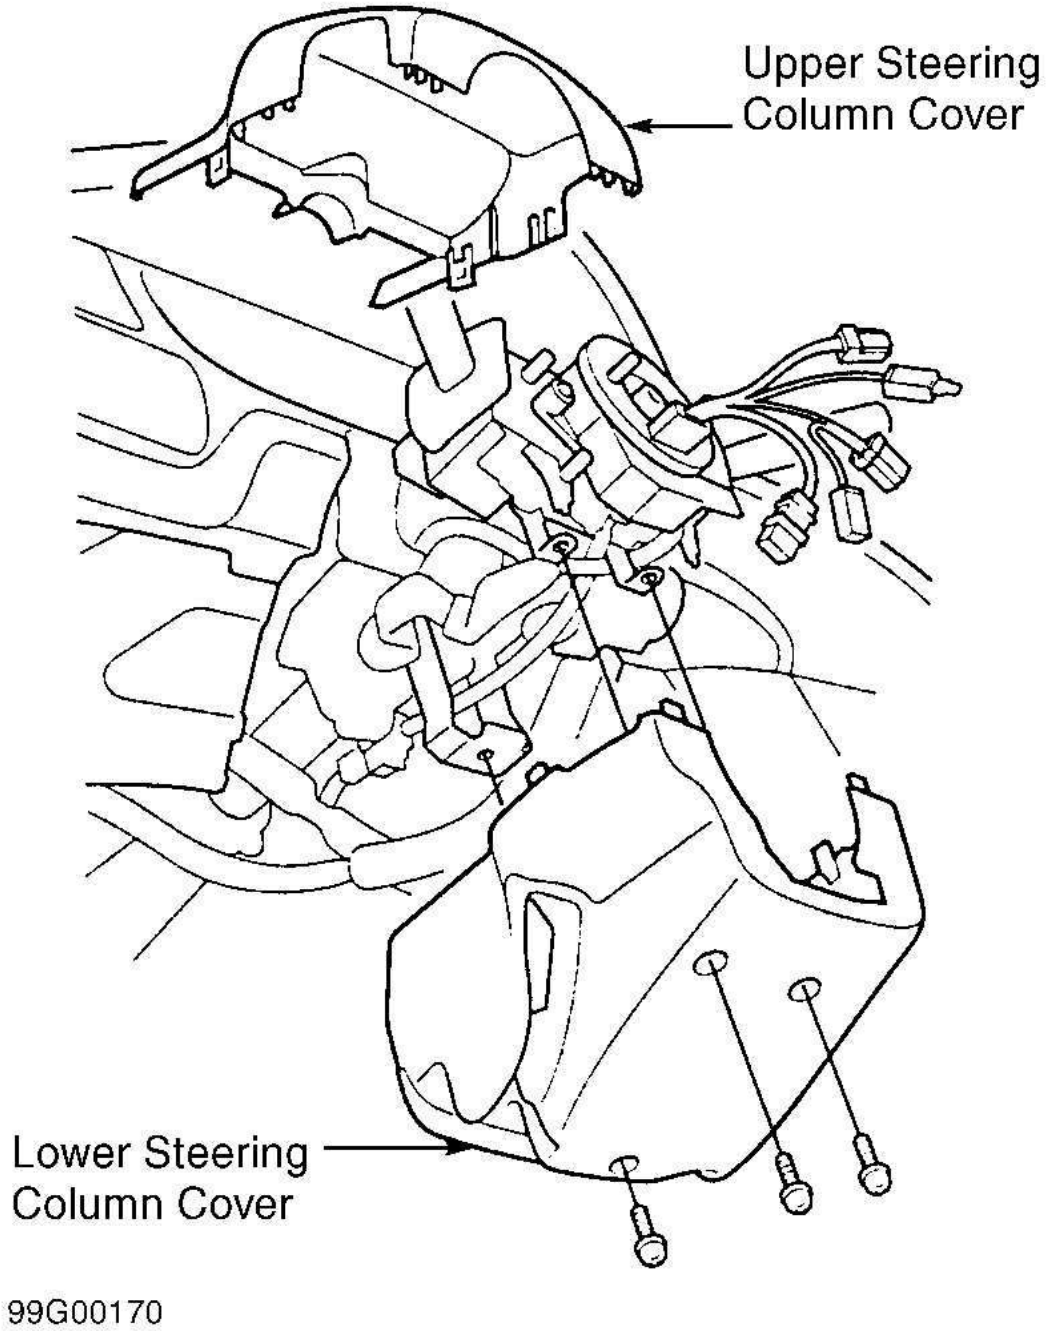
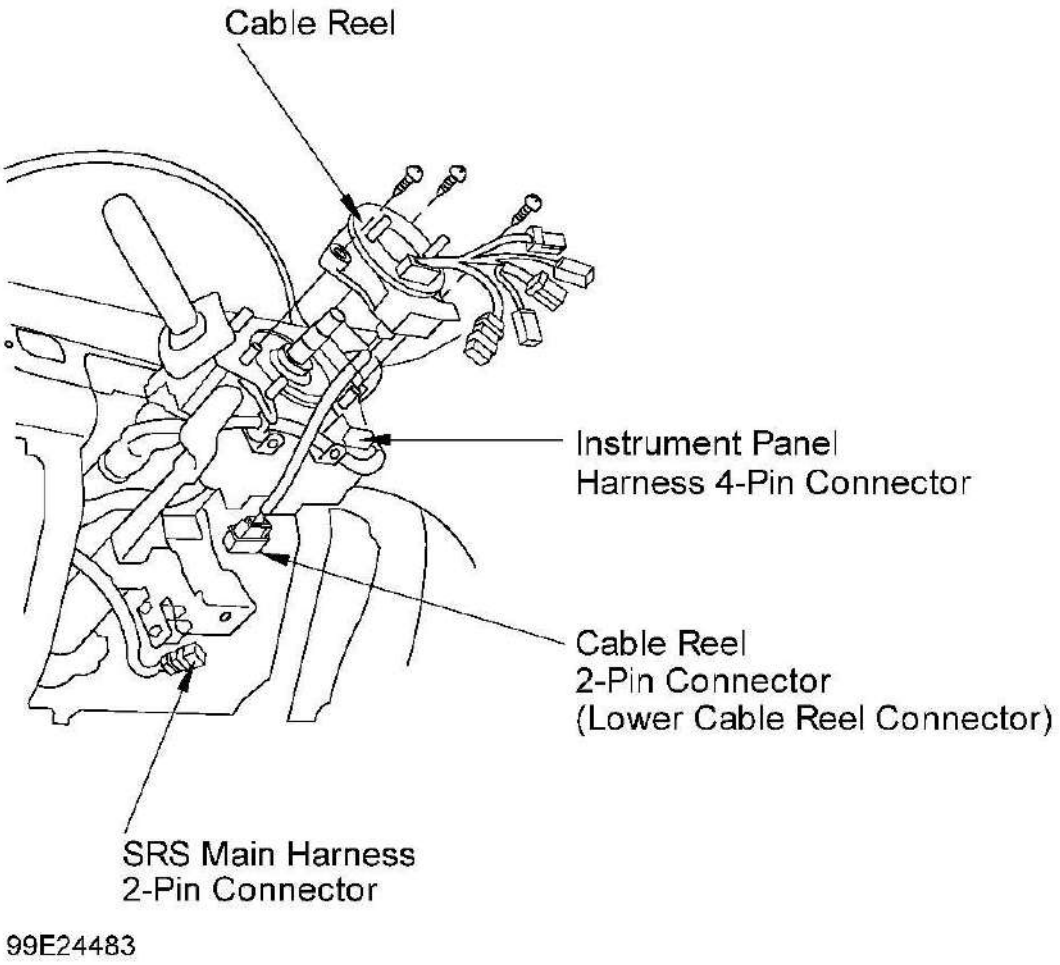

Fig. 6: Removing Steering Column Covers
Fig. 7: Identifying Cable Reel
2. Disconnect connectors from radio remote and cruise control switches. Remove steering wheel nut. Remove steering wheel using appropriate steering wheel puller. Remove instrument panel lower cover. Remove upper and lower steering column covers. See **Fig. 6** . Disconnect instrument panel harness 4-pin and cable reel 2-pin connectors. See **Fig. 7** . Remove cable reel from column.